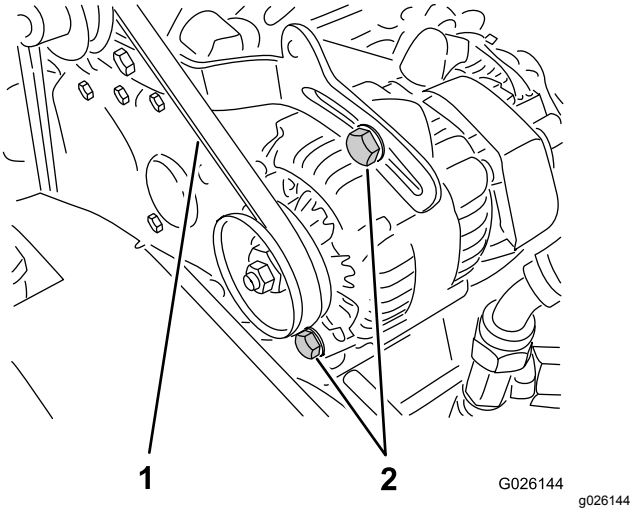

Bild 62
2. Prüfen Sie die Spannung, indem Sie eine Kraft von 10 kg in der Mitte zwischen der Lichtmaschine und den Kurbelwellenscheiben ansetzen (Bild 62).
A. Lockern Sie die zwei Befestigungsschrauben der Lichtmaschine (Bild 62).
Riemenspannung erzielt ist. Ziehen Sie die Befestigungsschrauben dann fest (Bild 62).